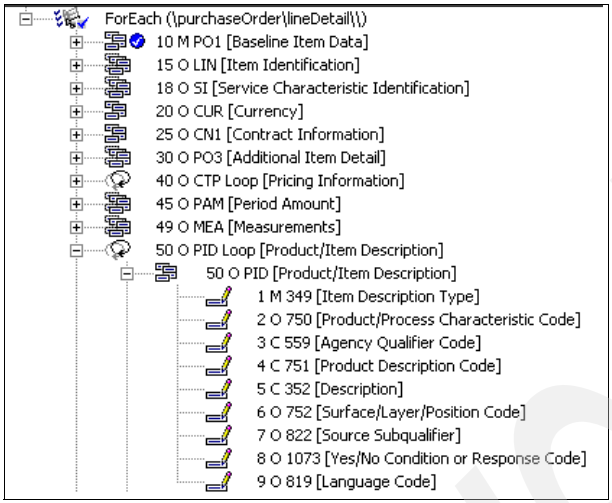

Figure 18-16 Mapping command window for PID segment
8. Expand the PID Loop in the mapping command window, then expand the PID segment itself. The mapping command window should appear as shown in Figure 18-16 on page 600.